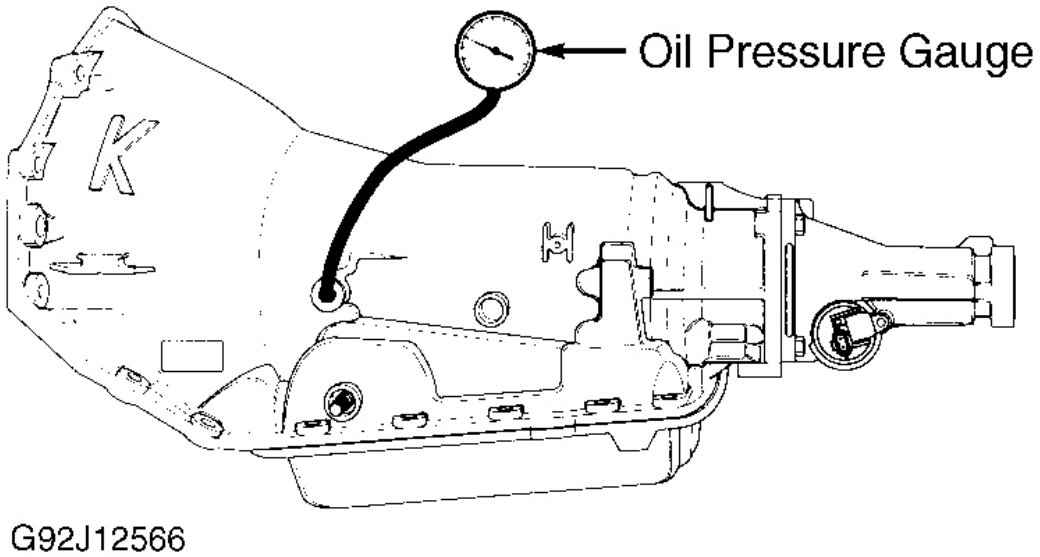

Fig. 9: Installing Oil Pressure Gauge
2. Connect scan tool to Data Link Connector (DLC). Apply parking brake and start engine. Check for stored trouble codes. If trouble codes are present, diagnose as necessary. See AUTO TRANS DIAGNOSIS article. Turn engine off. Connect oil pressure gauge to line pressure test port. See **Fig. 9** .